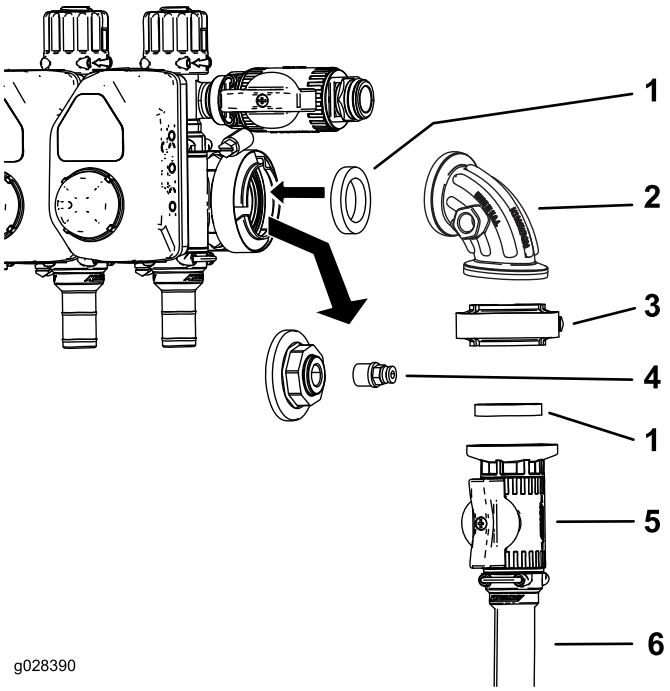
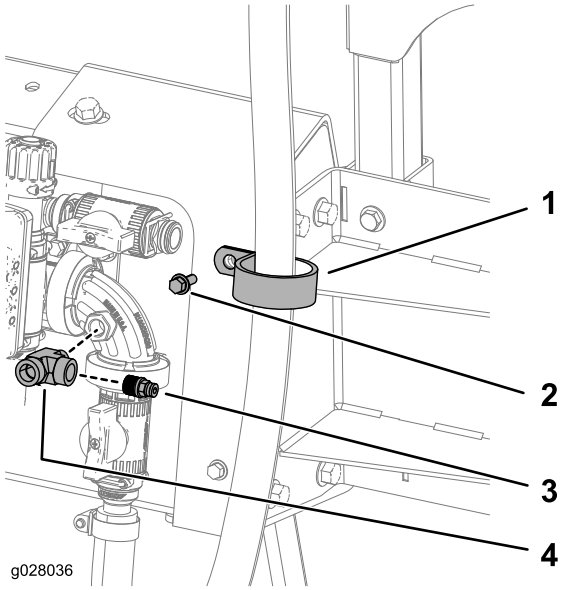

Figur 13
Figur 14
1. Koppla bort locket och kopplingen från tryckmätarporten (Figur 13).
2. Montera reglerventilenheten så som visas i Figur 13.
3. Montera kopplingen i den öppna porten på 90-graderskopplingen (Figur 13 och Figur 14).
4. Fäst slangvindans försörjningsslang vid reglerventilen med en slangklämma (Figur 13).
5. Fäst slangen (180 cm) på det övre fästet med en R-klämma, en skruv (1/4–20 x 3/4 tum) och en mutter (1/4–20 tum) enligt Figur 14.
6. Sätt PTFE-tejp på T-kopplingens gängor och anslut T-kopplingen till reglageventilen (Figur 14).
7. Sätt PTFE-tejp på kopplingens gängor och anslut kopplingen till T-kopplingen (Figur 14).